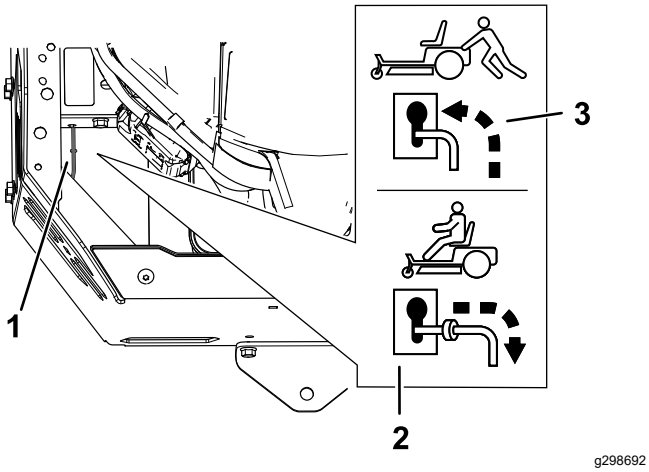

Figur 38
4. Flytt omløpsspakene forover gjennom nøkkelhullet og ned for å låse dem i denne stillingen (Figur 38).